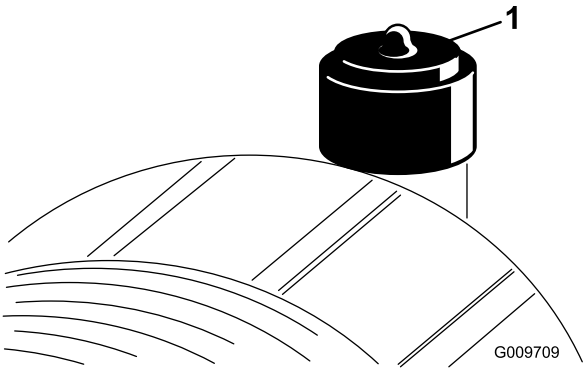

Figuur 45
Geef het luchtfilter uitsluitend een onderhoudsbeurt als de onderhoudsindicator (Figuur 45) dit aangeeft. Als u het luchtfilter vervangt voordat dit nodig is, wordt alleen maar de kans vergroot dat er vuil in de motor komt als u het filter verwijdert.
2. Stel de indicator (Figuur 45) opnieuw in als deze rood is.